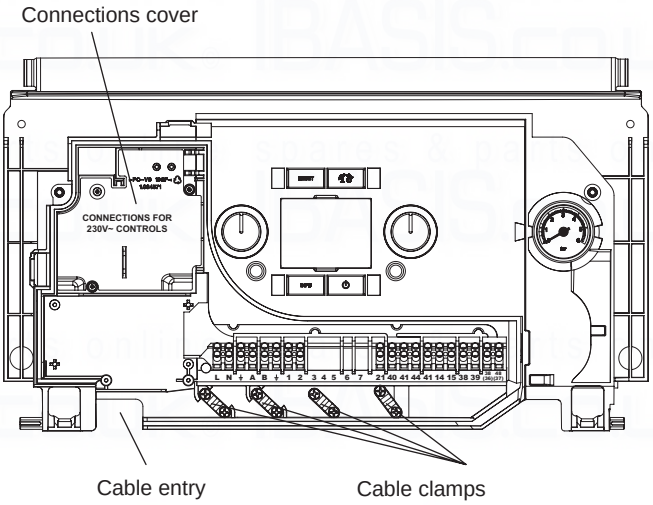

**Fig. 4.15**
**Note:** Do not remove the 230 V controls connection cover, see Fig. 4.15
1. Remove the screw securing the connections cover labelled 'connections for 230V controls' to expose the receiver/clock connections. See Fig. 4.15.